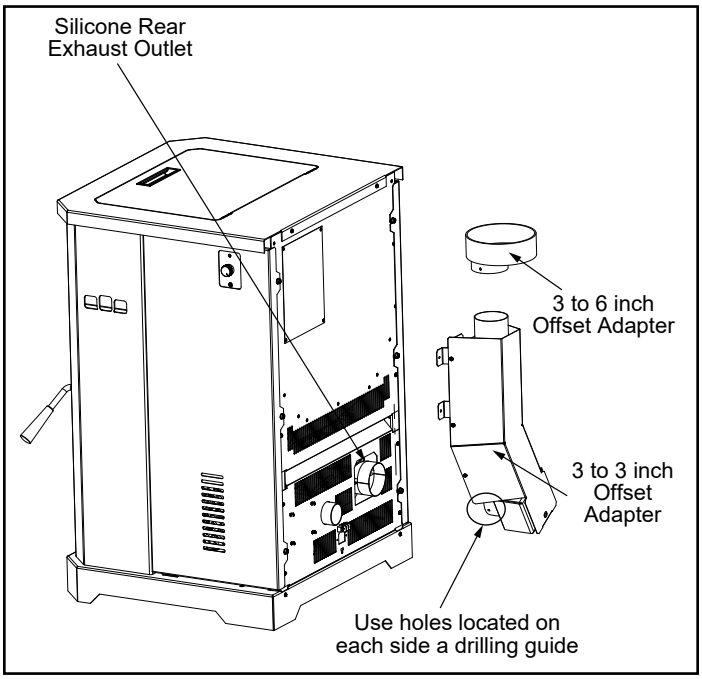

Figure 22.1
1. Put a layer of high temperature silicone on the 3 inch (76mm) exhaust outlet. Do not put silicone inside of pipe **(Figure 22.1)**.
2. Slide the top vent adapter onto the rear exhaust outlet and adjust the assembly to a vertical position **(Figure 22.1)**.
4. Drill 2 holes with #26 drill bit through the rear exhaust outlet using the 2 holes already in the short horizontal pipe in the top vent adapter as a guide. Install the 2 screws **(Figure 22.1)**.
6. To clean the top vent adapter open the clean-out cover **(Figure 22.1)**.